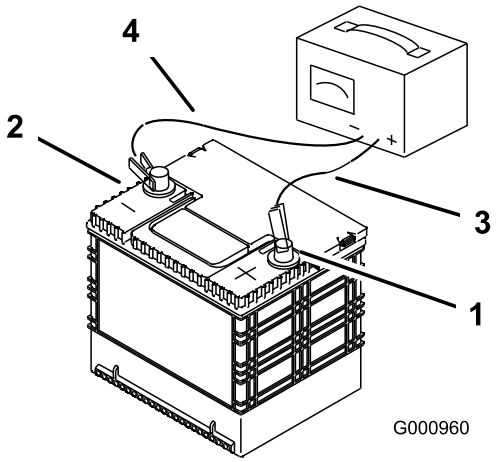

Figur 60
2. Når batteriet er helt oppladet, kobler du laderen fra strømuttaket, og deretter laderledningene fra batteripolene (Figur 60).